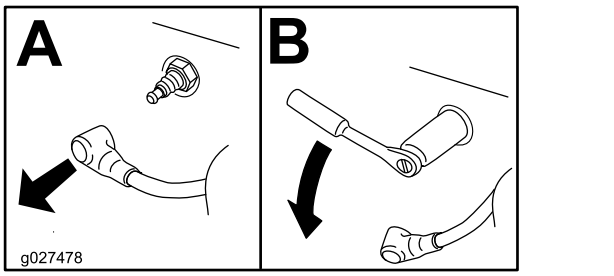

Figuur 27
4. Verwijder de bougie(s) zoals wordt getoond in Figuur 27.